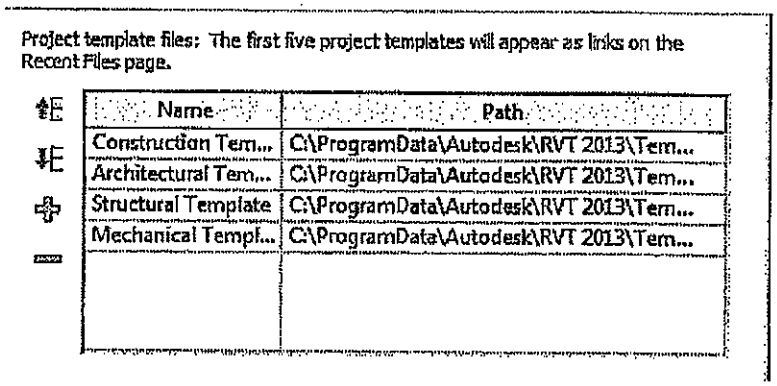

Figure 3
5. In the right pane (as shown in Figure 3), select and order the templates that you want to display. Typically, these are set up by the company.